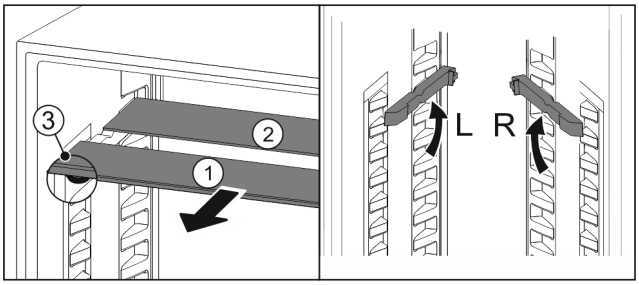

Fig. 98
▶ Pull the glass panels out *Fig. 98 (1)* from the front, one at a time.
▷ The glass panel *Fig. 98 (1)* and trim strip are at the front.
▷ The stops *Fig. 98 (3)* point down.